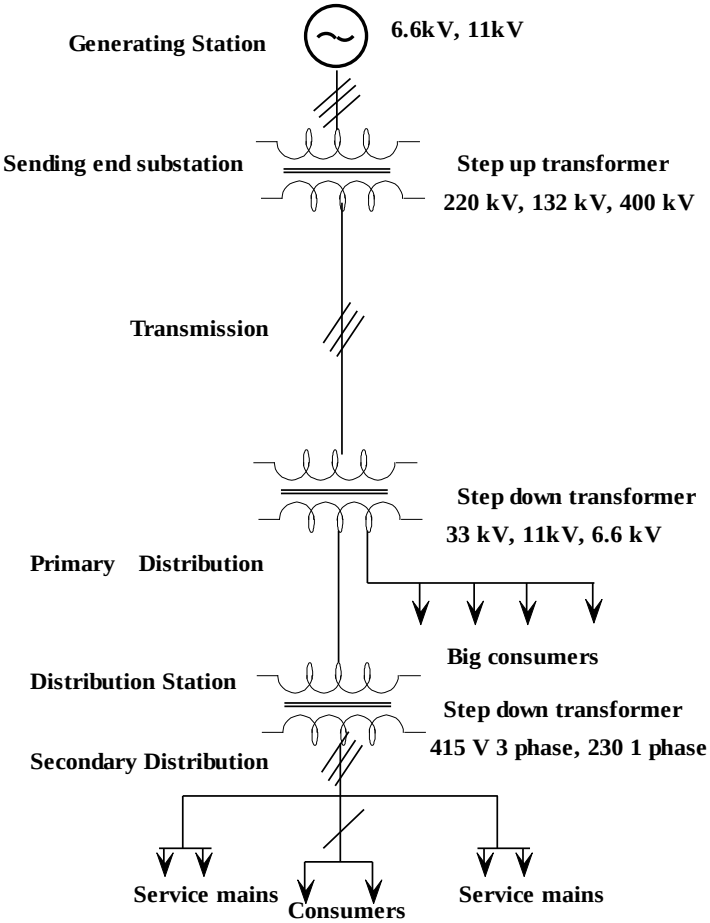

Fig 3.1 Schematic diagram of a typical power system
The electrical power system can be divided into three major components: Generation (G), Transmission (T) and Distribution (D), as shown in Fig 3.1.